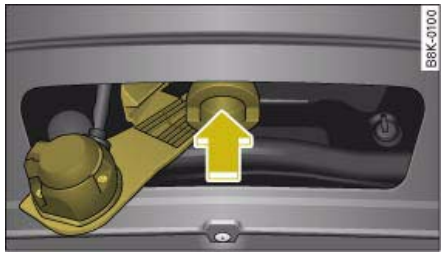

Fig. 237 Socket (folded down)
– Check that the mounting for the towing bracket, which will now have become visible -arrow- ⇒ fig. 237, is free of dirt, and clean if necessary ⇒ ⚠.